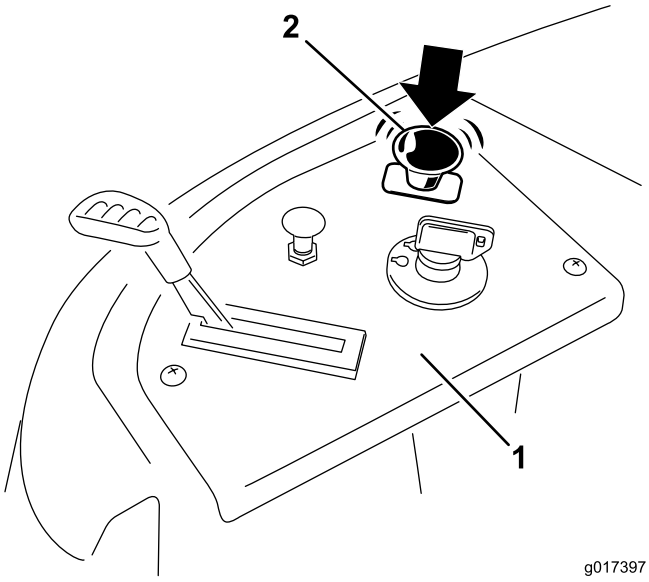

Figure 17
Push down on the blade-control switch to move it to the Off position, and disengage the blades (Figure 17).
3. Disengage the blades by moving the blade-control switch to Off (Figure 17).